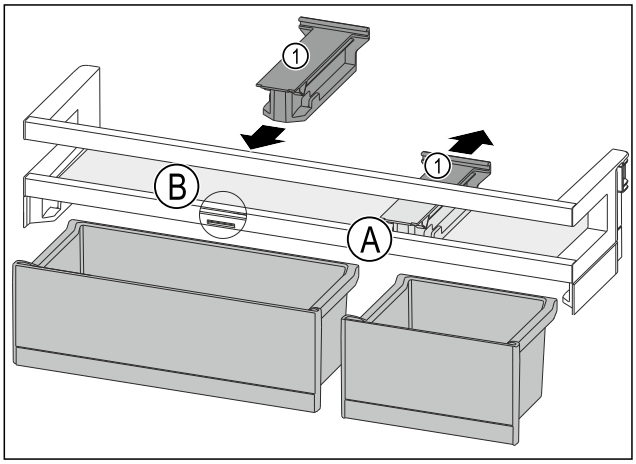

Fig. 154
- ▶ Take off the holding part *Fig. 154 (1)* in position *Fig. 154 (A)* backwards.
- ▶ Insert the holding part *Fig. 154 (1)* in position *Fig. 154 (B)*.